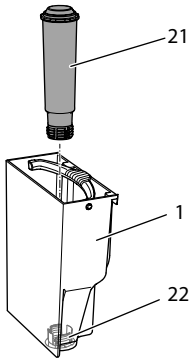

Afb. 15: Waterfilter vast- of losschroeven
- Verwijder de waterfilter (zie Afb. 15 op pagina 99).
9. Plaats een nieuwe filter in de watertank (zie *Afb. 15).*
3. Verwijder de waterfilter (zie *Afb. 15).*